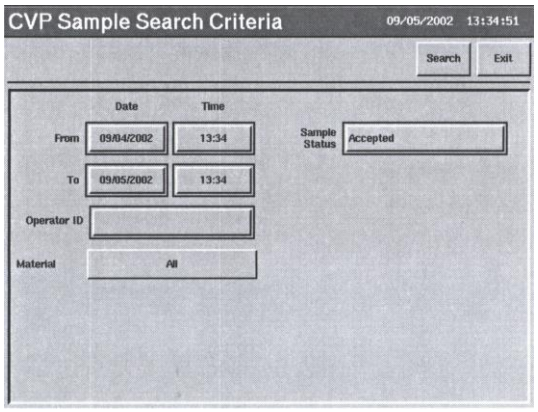

Рис. 5.5
1. Выберите *CVP Samples* из меню *Database*. На экране появится окно *QC Samples Search Criteria* (Критерий поиска анализов контрольных материалов) (рис.5.5).